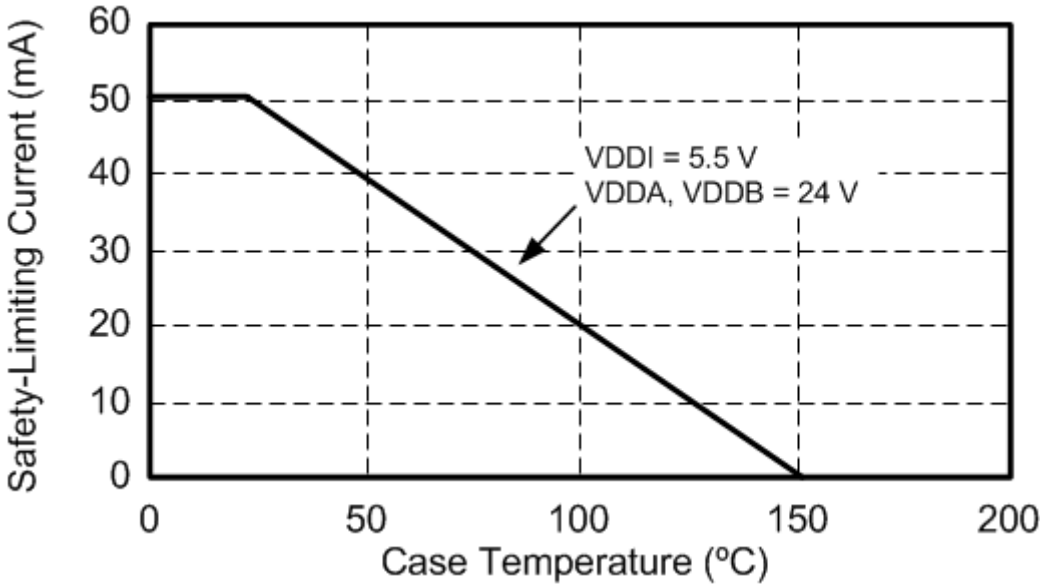

**Figure 4.4. WB SOIC-16, NB SOIC-16 Thermal Derating Curve, Dependence of Safety Limiting Values with Case Temperature per VDE 0884-10**
1. Maximum value allowed in the event of a failure. Refer to the thermal derating curve in Figure 4.4 WB SOIC-16, NB SOIC-16 Thermal Derating Curve, Dependence of Safety Limiting Values with Case Temperature per VDE 0884-10 on page 28.